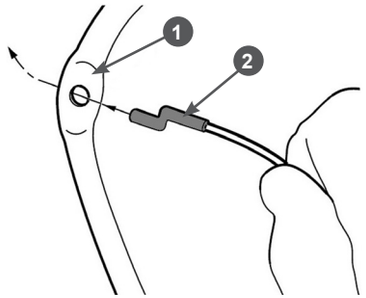

**Рис. 6 Крепление троса остановки двигателя**
6. Закрепите наконечники тросов остановки двигателя и включения привода хода в соответствующих рычагах. Оболочки указанных тросов закреплены на верхней части рукоятки, верхний трос – трос остановки двигателя, нижний трос – трос включения привода хода. Вставьте Z-образные наконечники тросов в отверстия на соответствующих рычагах с внутренней стороны рычагов. Для примера на Рис. 6 показано крепление наконечника троса остановки двигателя.